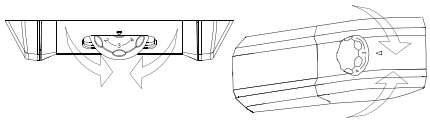

Fig.5
•On effectue le réglage de la température, pour les deux compartiments, en tournant le bouton du thermostat (fig.5).